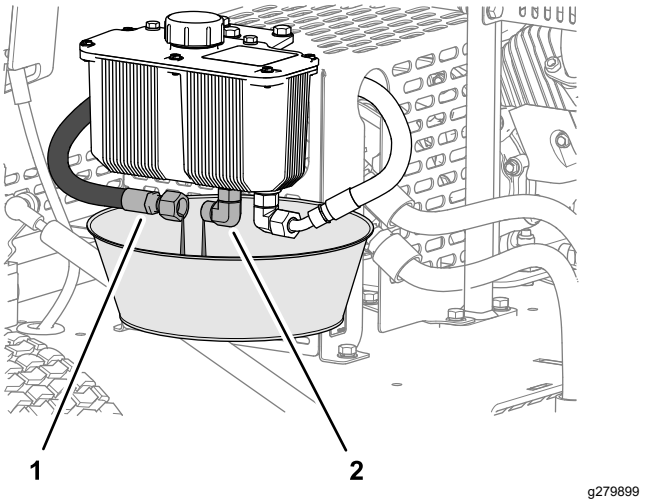

Figur 37
1. Placer en dræningsbakke med kapacitet til 2 l under hydraulikbeholderen (Figur 37).
2. Fjern forsyningshydraulikslangen fra beholderens fitting, og lad al hydraulikvæsken løbe ud (Figur 37).